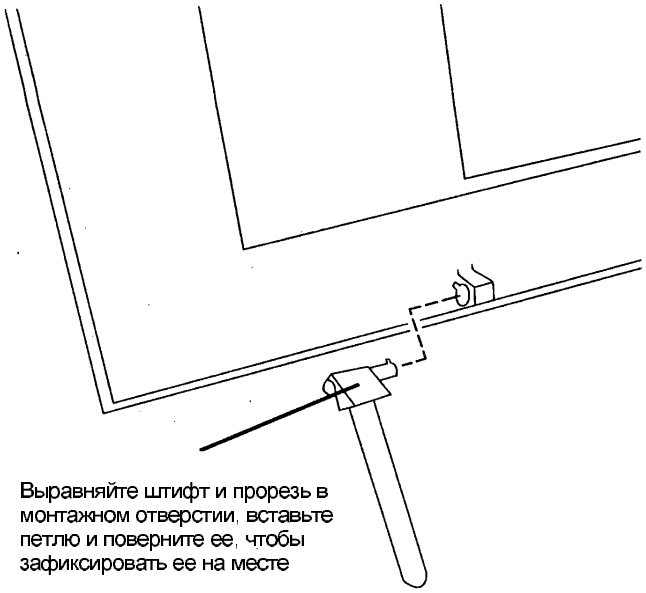

Рис. 2. Установка петель крышки оригинала.
1. Установите две (2) петли крышки оригинала (Рис. 2).